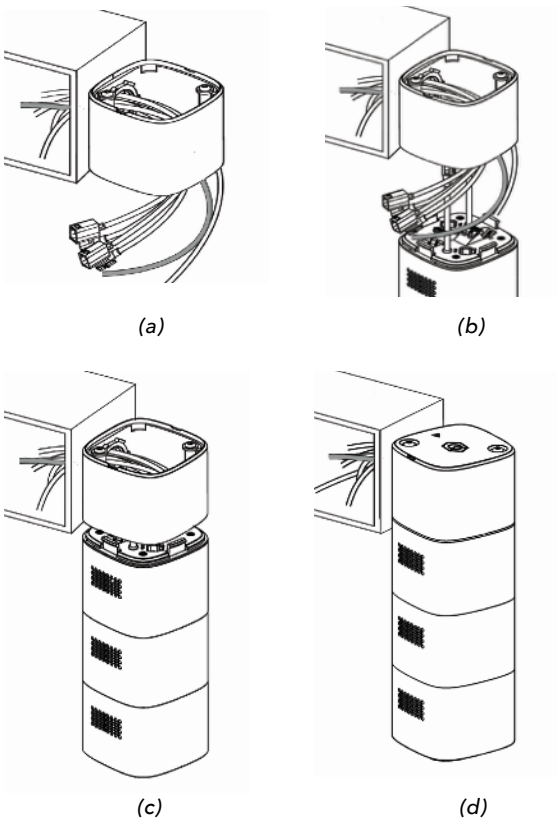

Fig 29
1. Feed CT extension cables and voltage tap cables through junction box into FWC. *Fig 29-a*.
2. Connect CT extension cables & voltage tap cables to Energy Data Gateway. Refer to sections 'Connect Voltage Tap Cables to Energy Data Gateway' & 'Connect CTs to the Energy Data Gateway'. *Fig 29-b*.
4. Bring the Energy Data Gateway body up to the field wiring compartment and snap into place. *Fig 29-c.*
5. Fasten end cap into FWC & Energy Data Gateway using 2 hex screws and washers. *Fig 29-d*.